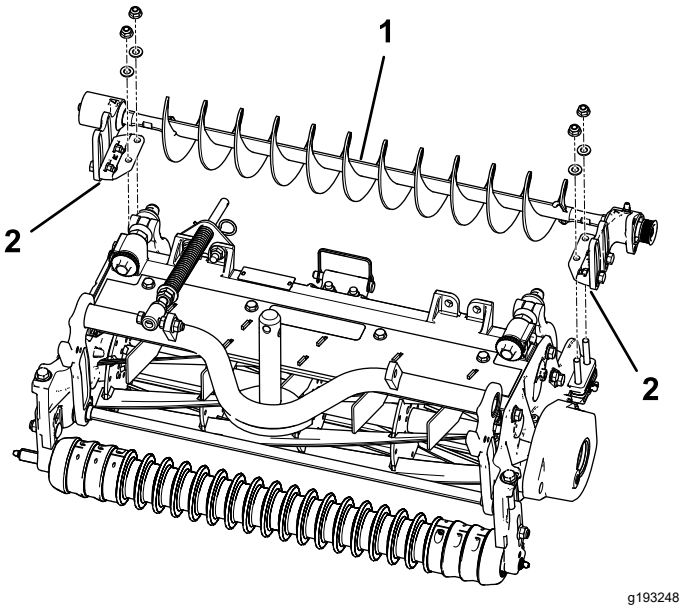

Figur 10
4. Placer venstre eller højre rullebørsteenheds monteringsbeslag på rullebeslagets bolte (Figur 10).